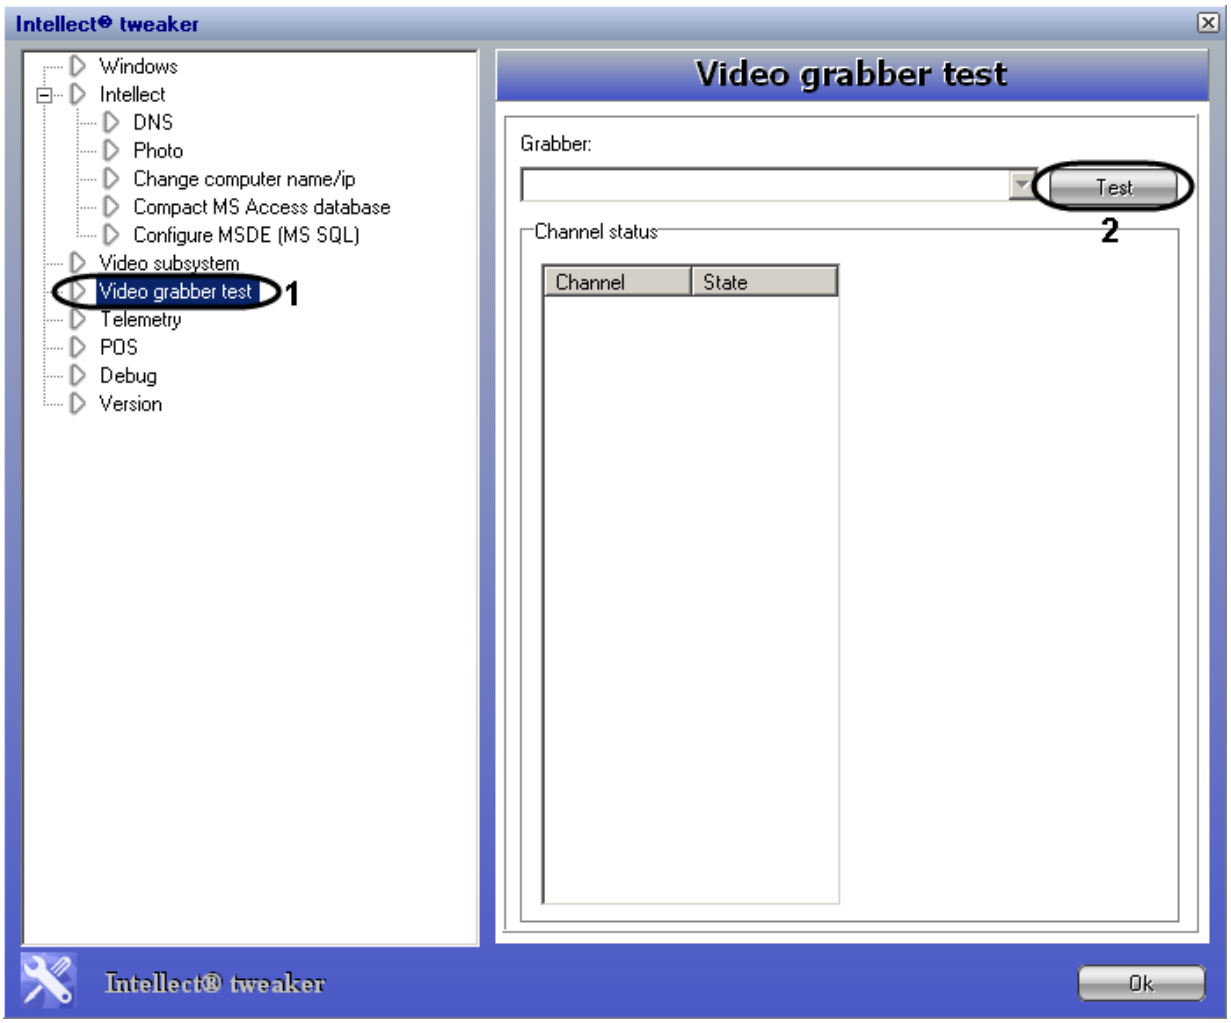

Figure 12.3-27. Testing channels of the video capture card
3. Select the Video Graber Test node in the tree on the left side of the utility dialog box (Figure 12.3-27).